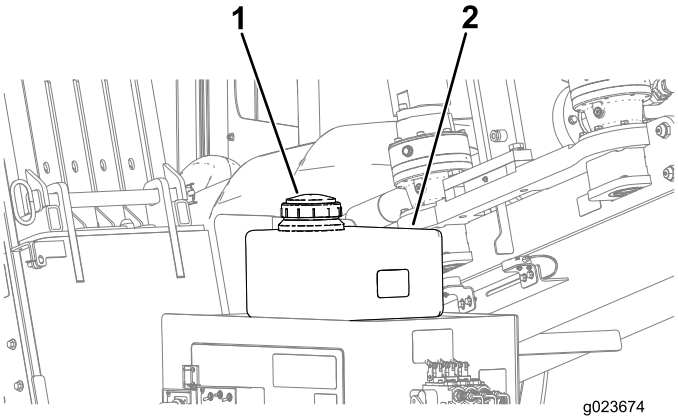

Figure 159
C. Enlevez le bouchon du réservoir d'antigel pour la pompe à fluide de forage (Figure 159).
D. Vérifiez que le réservoir est rempli d'antigel (Figure 159).
D. Ajoutez la quantité nécessaire d'antigel dans le réservoir (Figure 159).
5. Remettez le bouchon sur le réservoir d'antigel (Figure 159).